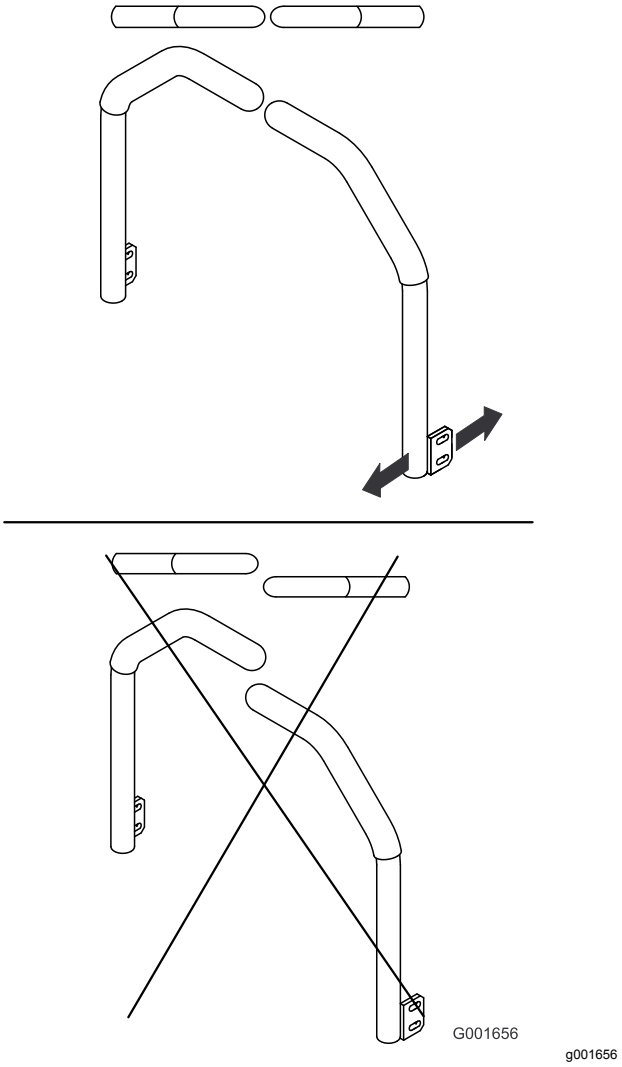

Figuur 55
5. Stel de rijhendels zodanig af dat ze in een lijn staan en draai de bouten vast waarmee de rijhendels worden bevestigd aan de steunen (Figuur 55).